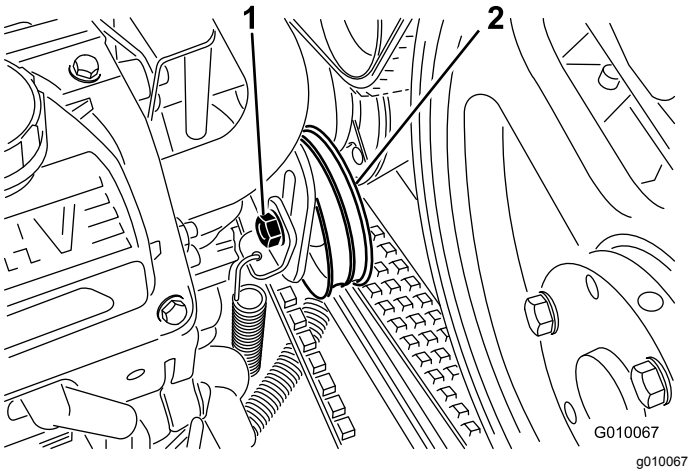

**Figur 58**
4. Lossa pumpremmens remskivsbult tillräckligt mycket för att tillåta rörelse i justeringsspåret (Figur 58).